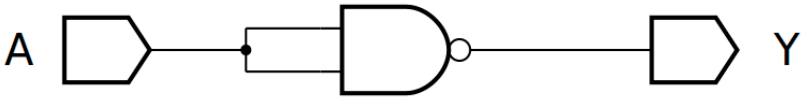
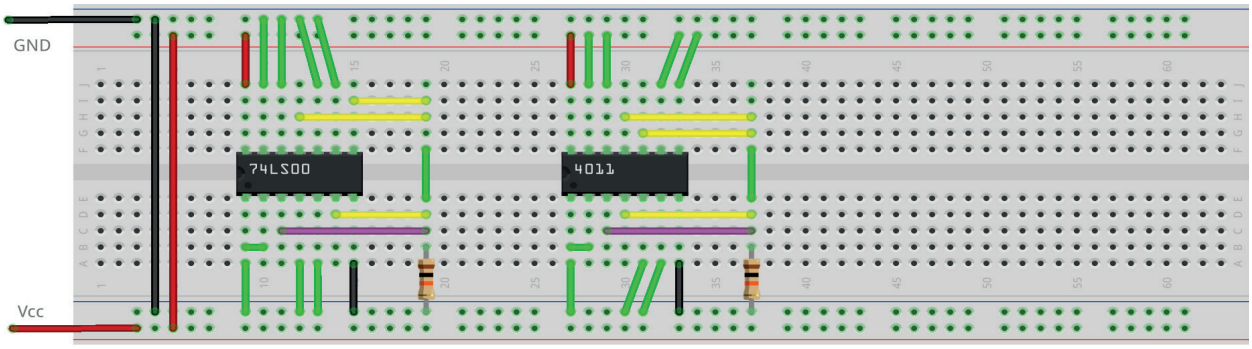

Figura 3.18 – Diagrama esquemático.
Figura 3.19 – Placa de montagem com componentes.
1. Monte o circuito da figura 3.18, conforme mostrado na figura 3.19, na placa de montagem.
d) Conecte os fios verdes. Os fios verdes estão conectados ao terra e portanto fornecendo valor lógico (0) às entradas de todas as portas do CI.
11. Utilizando o software de simulação SmartSim, simule a porta NE (NAND) de acordo com a figura 3.18. Compare a simulação com a tabela 3.7.